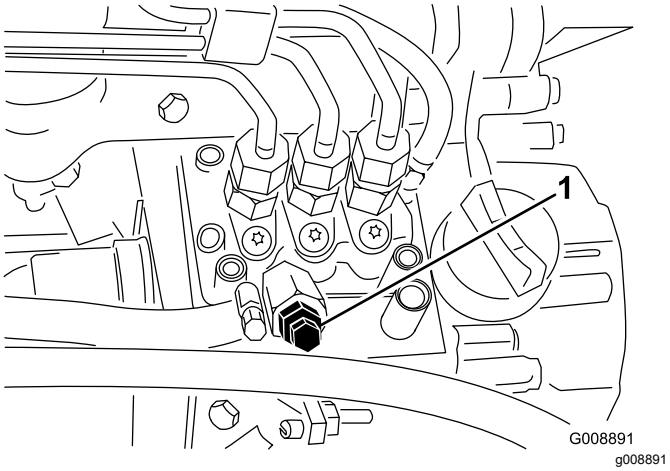

Figur 26
3. Åpne lufteskruen på pumpen for drivstoffinnsprøyting (Figur 26).